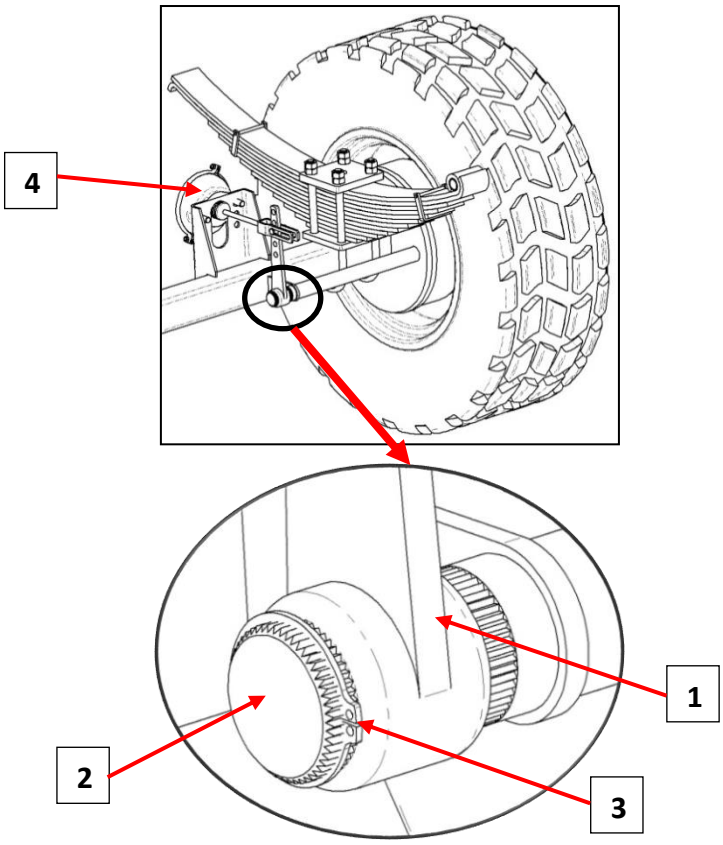

Rysunek 6.5. Regulacja hamulców
- Uruchamiać i zwalniać hamulec zasadniczy i postojowy. Dźwignia rozpieracza (1) (Rys.6.5) powinna przesuwać się i wracać bez większych oporów i zacięć.
Regulacja hamulców polega na zmianie położenia ramienia rozpieracza 1 (rys. 6.5) względem wałka rozpieracza 2. W tym celu należy zdjąć pierścień osadczy 3 z wałka 2, a następnie zdjąć ramię 1 z wałka 2. Następnie należy przestawić ramię rozpieracza na połączeniu z wałkiem o jeden lub więcej ząbków we właściwym kierunku, to znaczy: